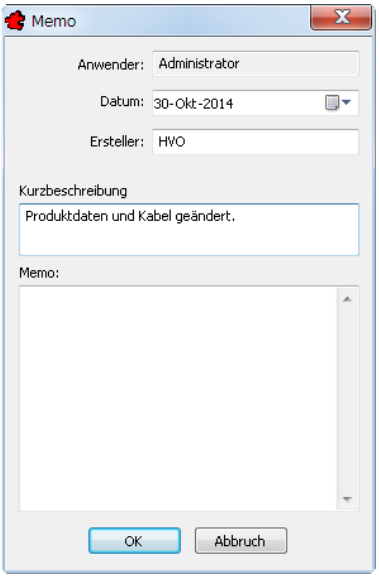

Bild 29.25 – Bearbeiten eines Memos zu einem Feldgerät
- Mit der Schaltfläche *Bearbeiten* öffnen Sie das gewählte Memo in der Dialogbox *Memo* (Abb. 29.25).